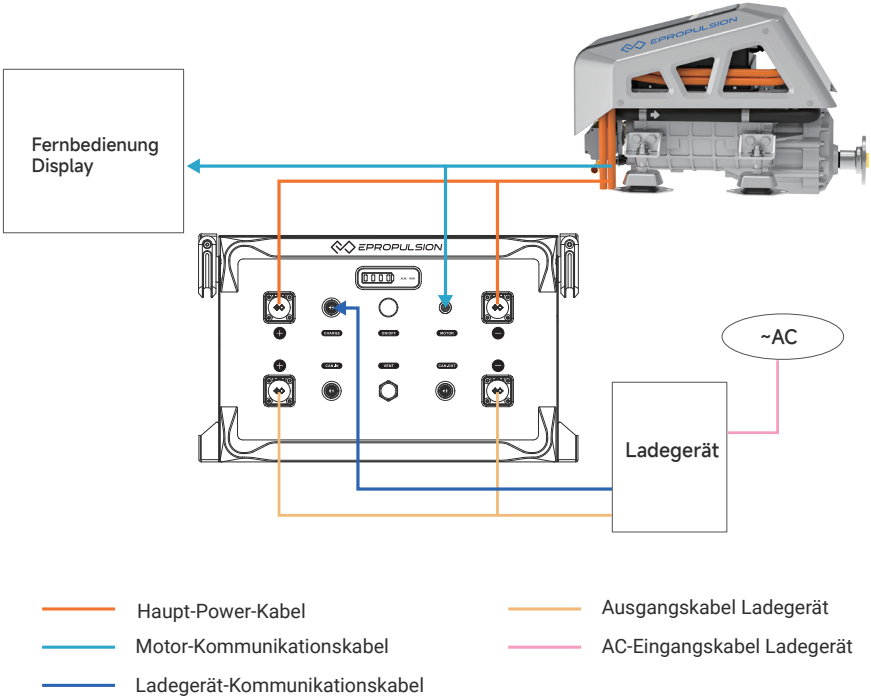

Abbildung 2-1
2. Verbinden Sie die Batterie über das Kommunikationskabel der Steuerung mit der Maschine, dem smarten Gashebel und dem Display (siehe Abbildung 2-1).